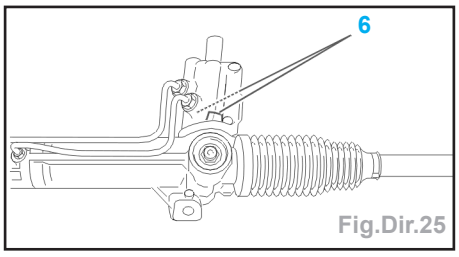

Fig.Dir.25
- Obturer les orifices (3), (4).
- Vis du poussoir en matière métallique : desserrer la vis (5) de quelques tours.
- Vis du poussoir en matière plastique : à l'aide de l'outil [3] (Empreinte hexagonale de 18 mm/plat ref.0720-G), desserrer la vis (5) de quelques tours.
- Déposer les vis de fixation (6) (Fig.Dir.25).